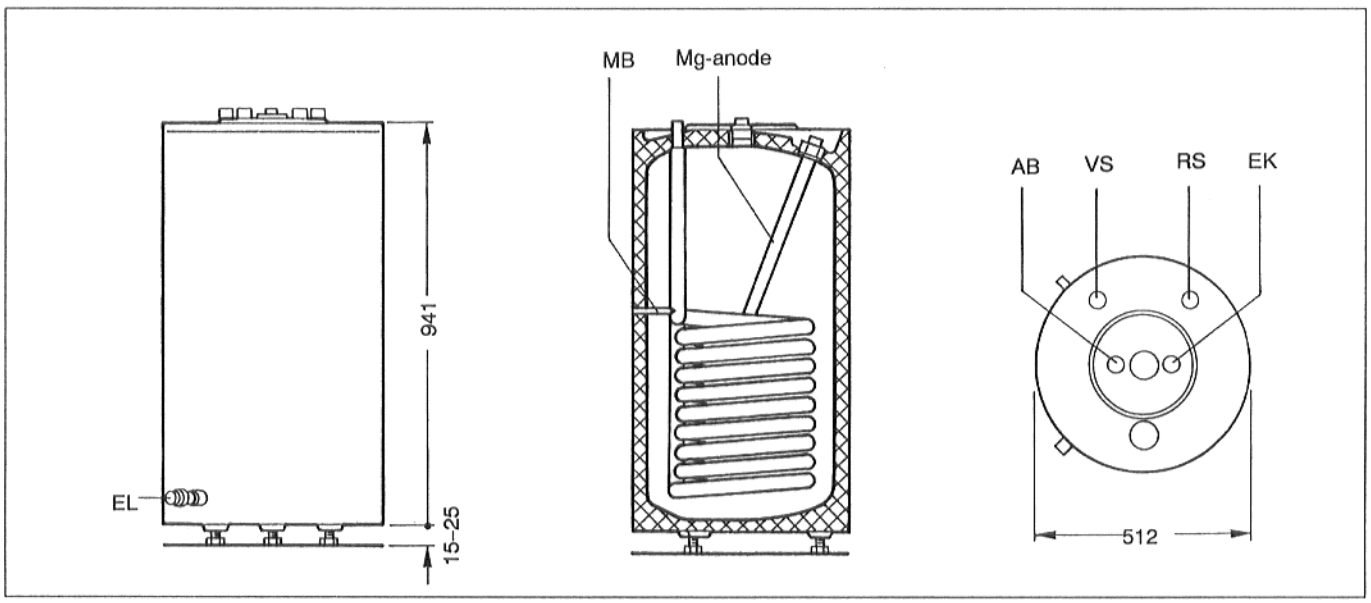

Afb. 1
- Toevoer van koud water (EK) sluiten, boileraftap (EL) openen. Voor de ontluchting een hoger geplaatste tapkraan openen (Afb. 1).